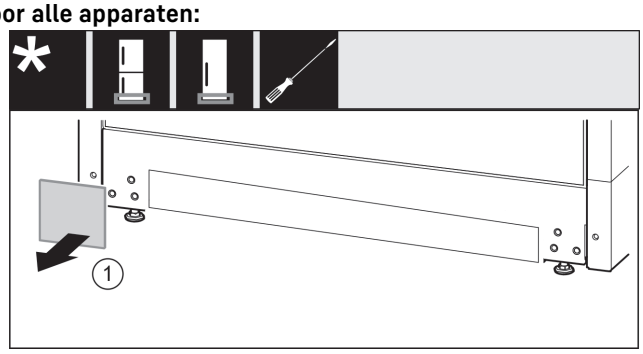

*Fig. 20*
- ▶ Afdekking *Fig. 20 (1)* wegnemen.